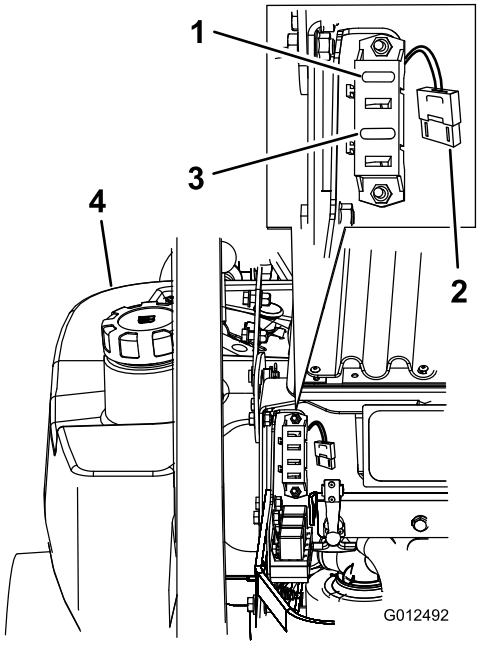

Figur 51
1. Lossa motorkåpan och fäll upp den för att få åtkomst till säkringshållaren (Figur 51).
3. Sätt i en ny säkring (Figur 51).